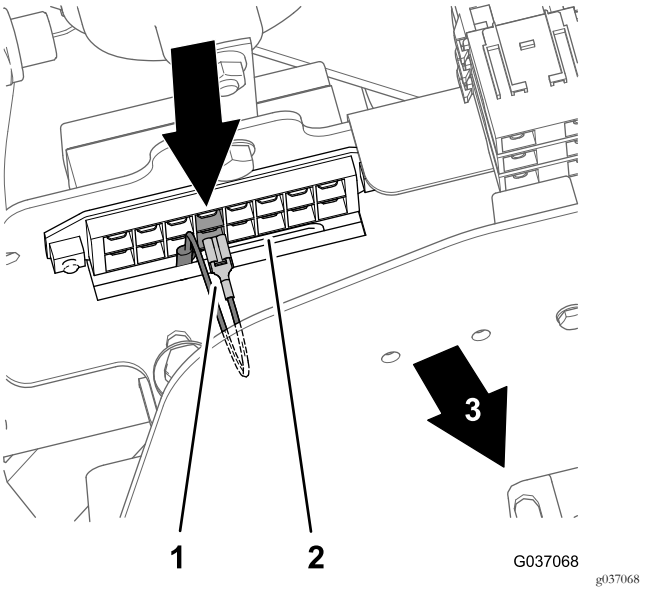

Rysunek 35
- Modele 30654, 30657 oraz 30659 – pozycja czwartego bezpiecznika od lewej strony (Rysunek 35)